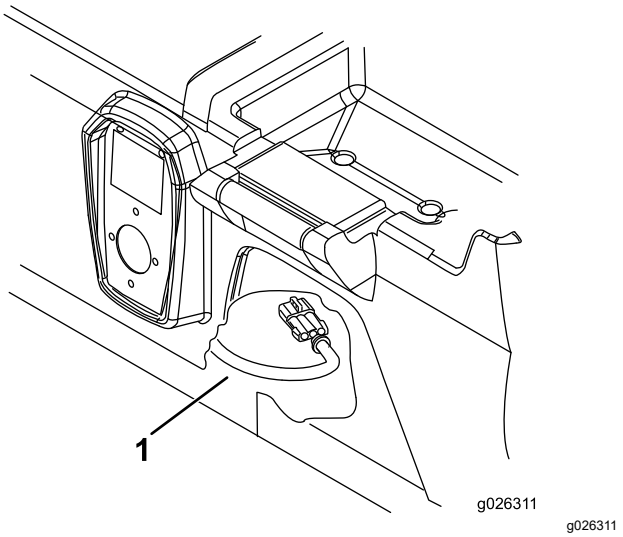

Figur 3
1. Koppla loss laddarens kabelkontakt under sätessockeln (Figur 3).